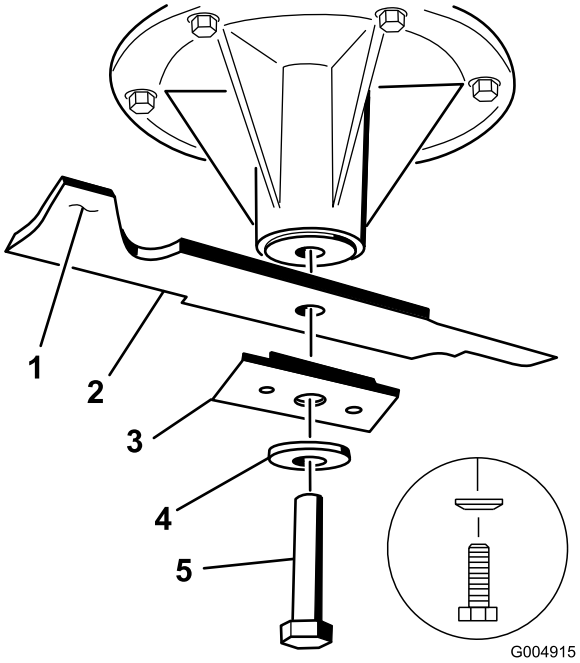

**Figure 66**
3. Pour les tabliers de coupe de 36 et 52 pouces, enlevez le boulon de lame, la rondelle bombée, le renfort de lame et la lame de l'axe de pivot (Figure 66).
3. Sur les tabliers de coupe de 36 et 52 pouces, montez la lame, le renfort, la rondelle bombée et le boulon de lame (Figure 66).